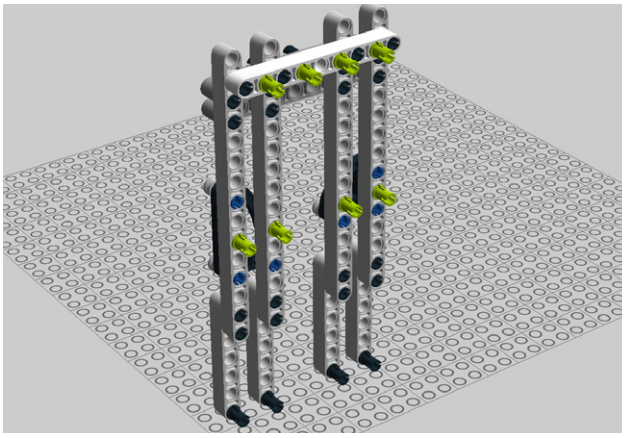

Figure 5-34. *Step 27: Attaching more pegs*
27. You'll need to add more pegs next (Figure 5-34).